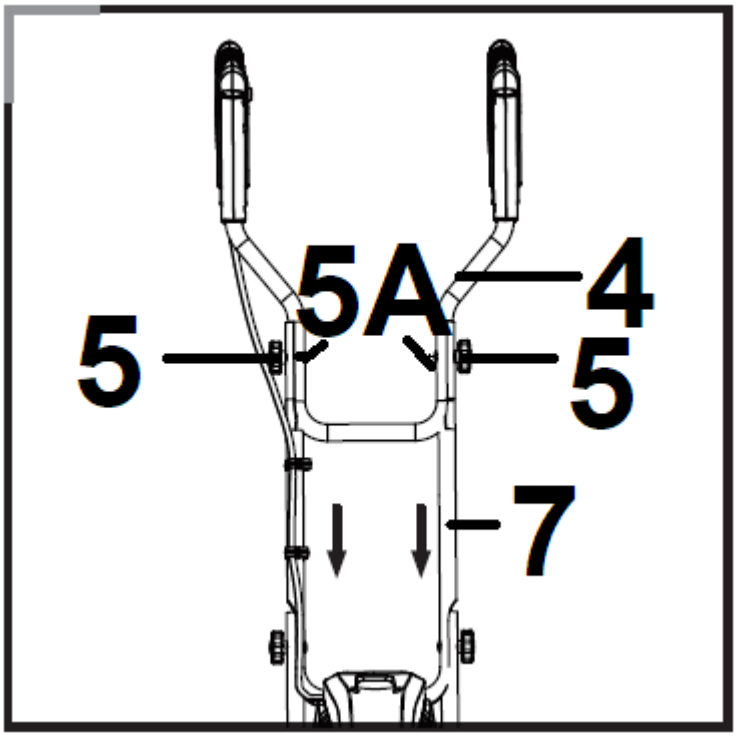

Rys. 6
2. Przymocuj górny uchwyt (Rys. 6, poz. 4) do środkowego uchwytu (Rys. 6, poz. 7) za pomocą 2 szt. dostarczonych śrub (Rys. 6, poz. 5A) i 2szt. nakrętek motylkowych (Rys. 6, poz. 5).